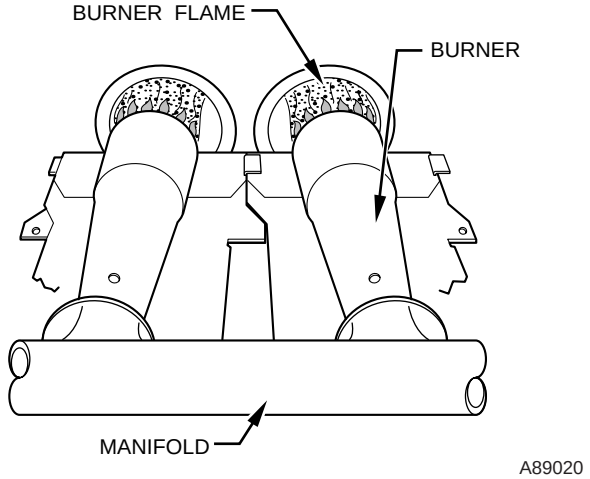

**Fig. 54—Burner Flame**
i. When correct input is obtained, replace caps that conceal gas valve regulator adjustment screws. Main burner flame should be clear blue, almost transparent. (See Fig. 54.)